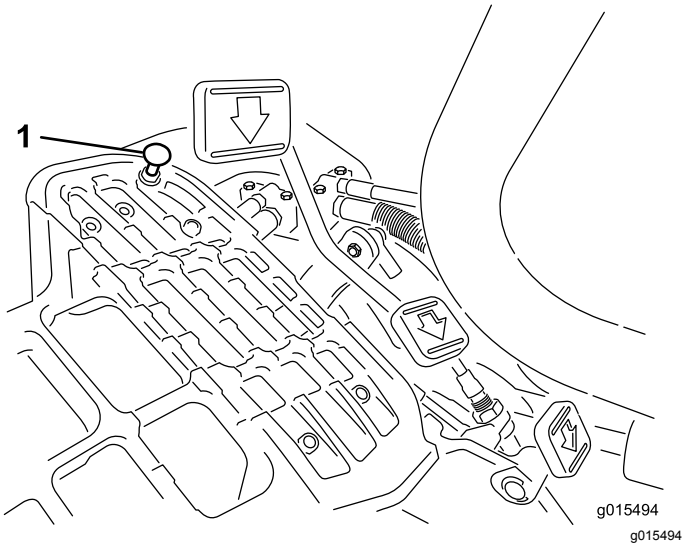

Figur 35
For å oppnå maksimal transporthastighet må du sette styrespaken i TRANSPORT-stilling og trykke inn trekkpedalen. Utfør følgende justeringsprosedyre hvis pedalen kommer i kontakt med stopperen (Figur 35) før du kjenner spenning i kabelen:
1. Sett styrespaken i TRANSPORT-stillingen og løsne på låsemutteren som fester pedalstopperen til gulvplaten (Figur 35).